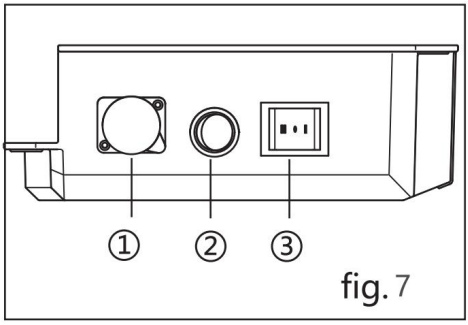

fig. 7
Activeer eerst de batterij door op ② te drukken (fig. 7). Houd vervolgens de afstandsbedieningsschakelaar lang ingedrukt. De bediening van de afstandsbedieningsknop verloopt als volgt: druk eerst op B, druk vervolgens lang op A om uit te vouwen en C om in te vouwen.